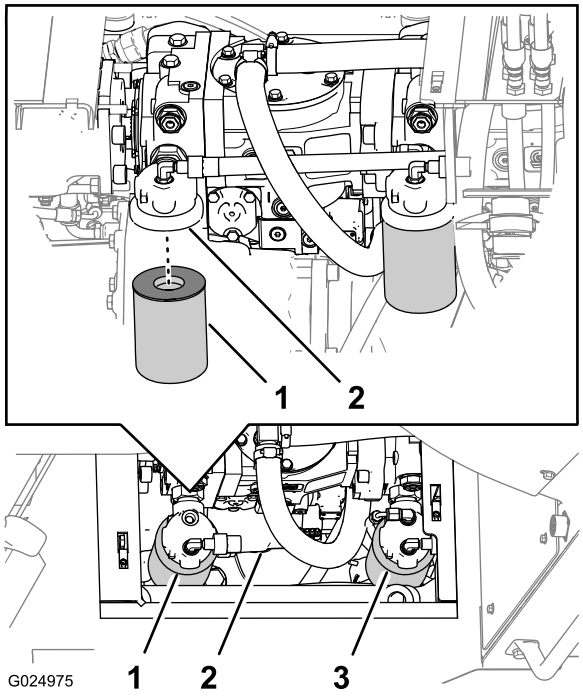

Figure 110
Remarque: Vous pouvez accéder au filtre de charge hydraulique sous le côté droit de la machine, derrière le réservoir hydraulique (Figure 110).
2. Placez un bac de vidange sous le filtre de charge hydraulique (Figure 110).
3. Tournez le filtre de charge hydraulique dans le sens antihoraire et déposez-le (Figure 110).